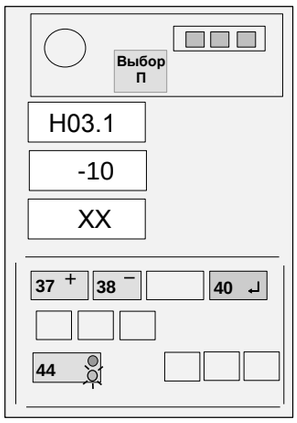

Рисунок 15 - Ввод температуры
Если величина измеренной температуры воздуха отличается от выдаваемой на средний ИЖЦ более, чем на 3 °С, нажатием кнопки 44 установить на верхнем ИЖЦ код "Н03.1" (см. рисунок 15), а затем, нажимая кнопки "+" (37) и "-" (38), установить, контролируя по показаниям среднего ИЖЦ, значение температуры, равное показаниям термометра.